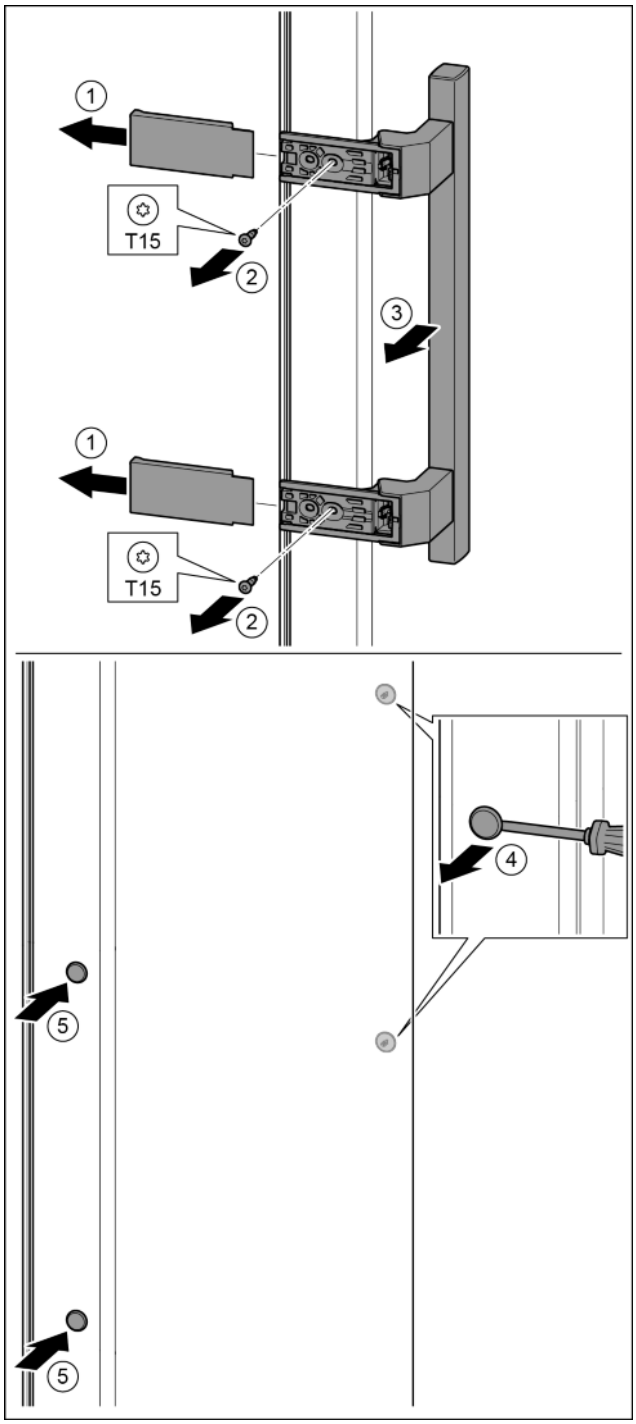

Fig. 36
- ▶ Pull off the cover. *Fig. 36 (1)*
- ▶ Remove the screws with the T15 screwdriver. *Fig. 36 (2)*
- ▶ Remove the handle. *Fig. 36 (3)*
- ▶ Carefully lift up the side plugs with a slotted screwdriver and pull them out. *Fig. 36 (4)*
- ▶ Insert the plugs again on the other side. *Fig. 36 (5)*